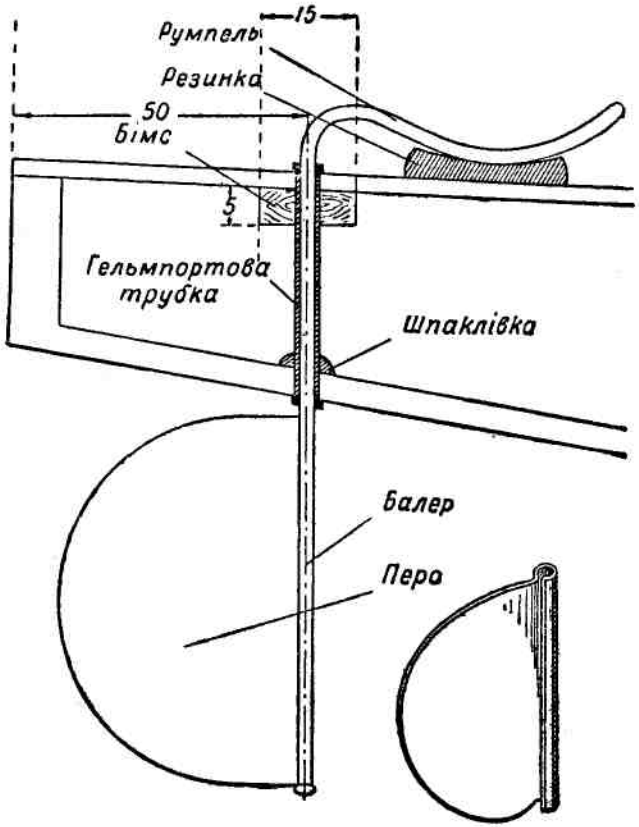

Рис. 7. Стернове влаштування.
**Виготовлення стернового влаштування.** Стерно служить для управляння судном. В основному стерно складається з трьох частин: ба́лера, пера і ру́мпеля (рис. 7).